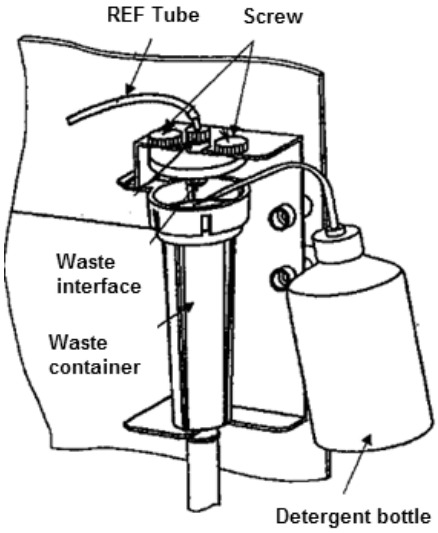

Figure 10-5-7
(1)Wash the crystal attached on the ISE waste interface into waste container by purified water, and then wash the waste container by purified water, as Figure 10-5-7 shows: